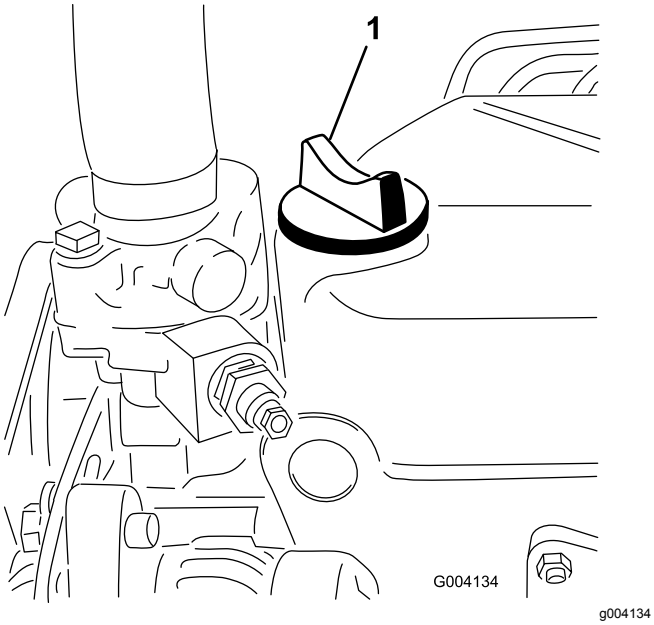

**Figuur 44**
5. Als het oliepeil beneden de Vol-markering staat, verwijdert u de vuldop (Figuur 44) en vult u bij met olie totdat het oliepeil de Vol-markering op de peilstok bereikt. **Niet te vol vullen.**